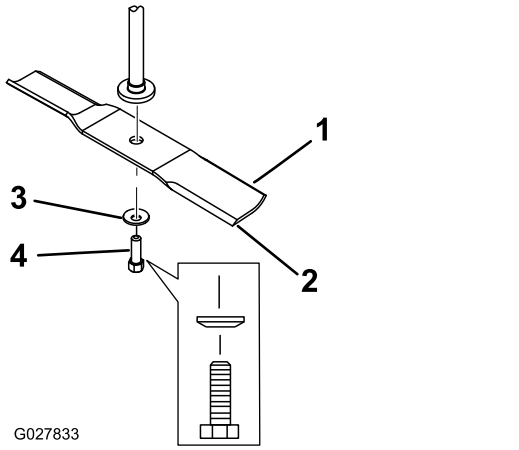

Figur 64
2. Avlägsna knivskruven, den böjda brickan och kniven från spindelaxeln (Figur 64).
1. Montera kniven på spindelaxeln (Figur 64).
2. Montera den böjda brickan (den kupade sidan mot kniven) och knivskruven (Figur 64).